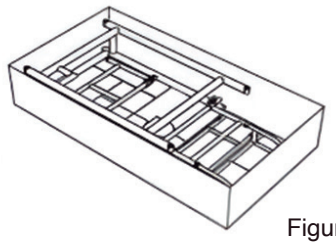

Figura 3
1. Después de desempacar, saque las piezas de repuesto dentro de la caja y deje el cuerpo de la cama en la caja (como se muestra en la Figura 3).